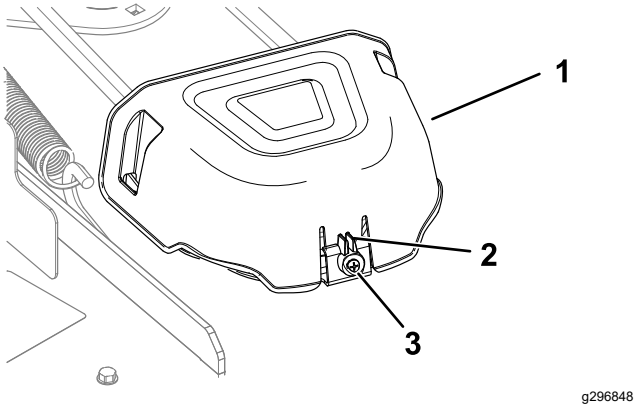

**Figure 53**
5. Loosen the screw and push in the tab on the cover to remove the pulley covers (Figure 53).